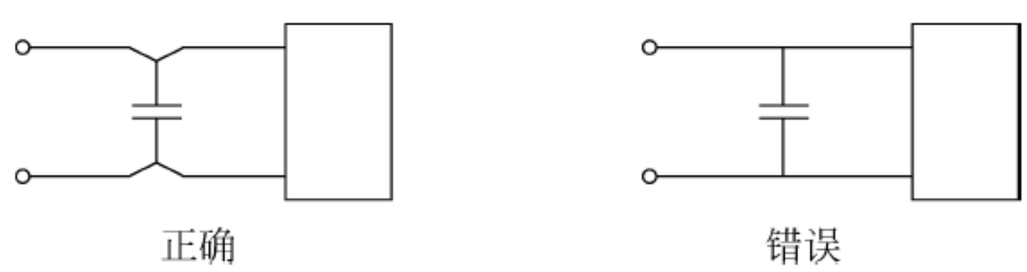

图 5-2　电容靠近负载的电源管脚
① 净化电源线。由于电源线是一切信号源的能量供给线,故电源上被污染的可能性最大,并且电源线尺寸大且长,处理不好,辐射就很容易把电源线作为干扰出口通道。要净化电源线,就必须在电源布线的恬当位置加入滤波电容。这些电容要求高频特性好、尺寸小、便于靠近负载。这些电容一般为叠层式的陶瓷电容,容量取 0.01～0.47μF,电容靠近负载(各种 IC)的电源管脚,并且注意布线,如图 5-2 所示。